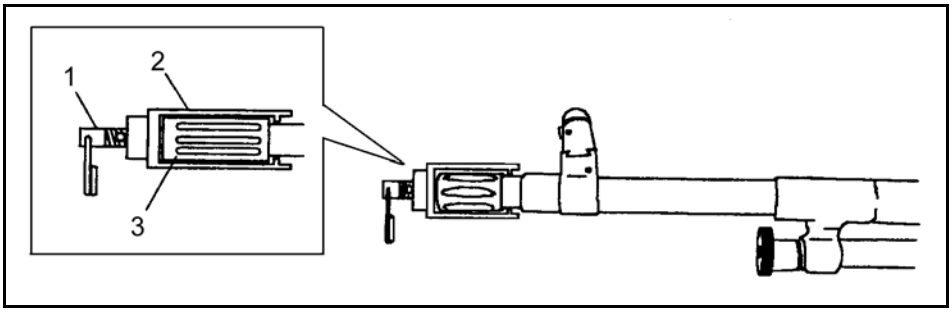

Figure 3-8. Remove the blank firing attachment.
(2) ***Remove the BFA*** (Figure 3-8). Hold the barrel and rotate the chamber of the body (2) about 180 degrees counterclockwise to break any carbon sealed between the shaft (1) and the suppressor (3). Unscrew the shaft (1) until the threads disengage. Remove the chamber device from the suppressor (3).